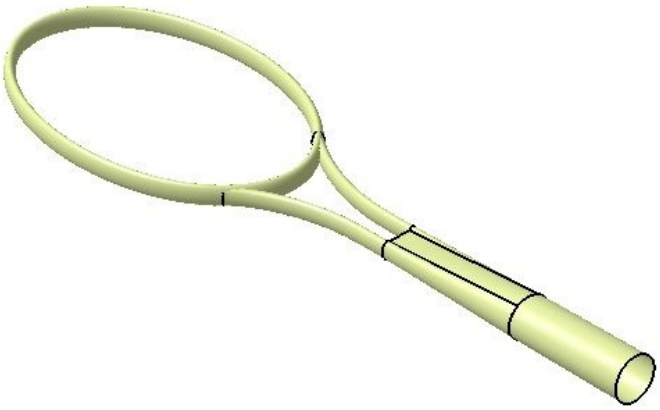

Figure 10-87 *The model after creating the blended surface*
7. Choose the **OK** button from the **Blend Definition** dialog box. The model with the blended surface is displayed, as shown in Figure 10-87.